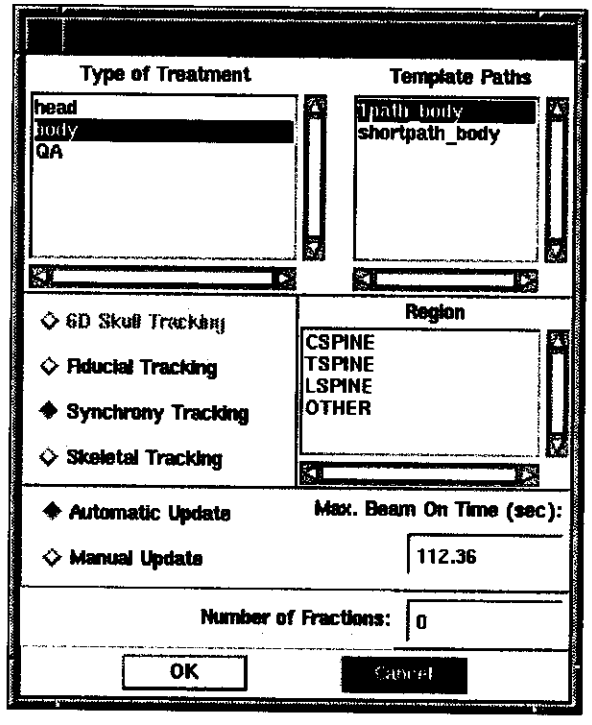

**Figure 2 Treatment Planning Screen**
**Step 2.** It is also necessary to select the Synchrony Tracking option (*Figure 2 Treatment Planning Screen, page 5*).